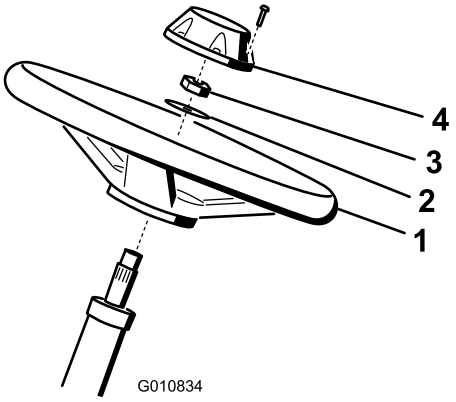

Figur 3
1. Trä på ratten på styraxeln (Figur 3).
2. Trä på brickan på styraxeln (Figur 3).
3. Fäst ratten på axeln med kontramuttern och dra åt den till 27–35 Nm (Figur 3).
4. Montera kåpan på ratten och fäst den med en skruv (Figur 3).